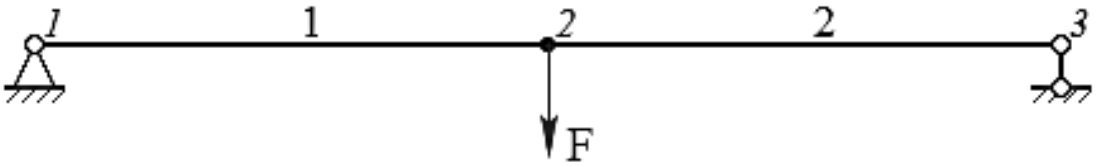

Рисунок 3.3 – Балка с шарнирно-неподвижной и шарнирно-подвижной опорами
5. Дана балка с шарнирно-неподвижной и шарнирно-подвижной опорами (рисунок 3.3). К балке приложена сосредоточенная сила $\boldsymbol{F} = 17$, кН, направленная перпендикулярно к продольной оси балки. Значения силы заданы по вариантам. Длины участков балки: $\boldsymbol{l_{12}} = \boldsymbol{l_{23}} = 1{,}5$ м. Определить числовые значения реакций связей, возникающих в шарнирных опорах.